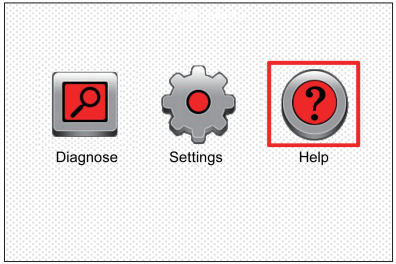

Figure 3
5. Après que l'outil a été mis sous tension et est entré dans l'écran du menu principal, déplacez la barre de surbrillance sur l'icône Aide (voir Figure 3) et appuyez sur le bouton [OK] .